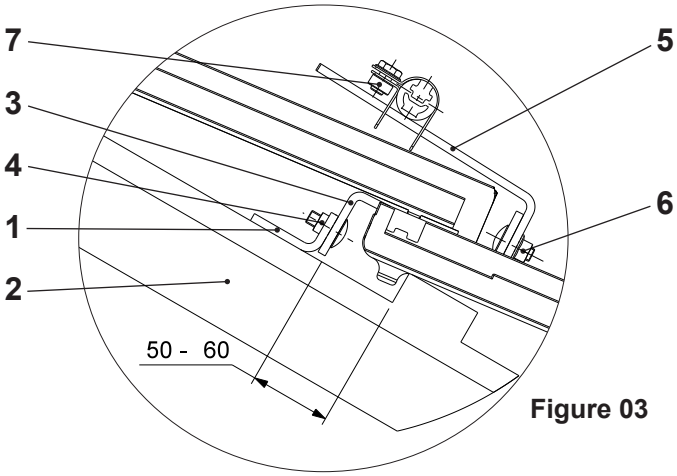
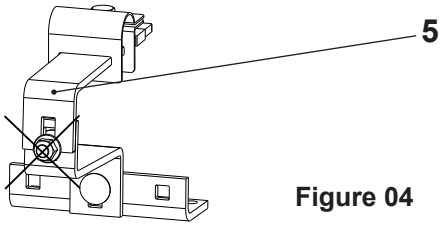

**Figure 03**
**Figure 04**
2. Mount the base bracket (1, Figure 03) of the roof bar on the rafter (2) and align it parallel to the roof lath.
3. Fit the **bottom** bracket hook (3, Figure 03).
- Using the carriage bolt (4), adjust the height of the bottom bracket hook so that there is still some play between the tile and the bracket hook.
4. Insert the **top** bracket hook (5, Figure 03) into the carriage bolt (4) of the **bottom** bracket hook (3).
- Align the bracket hook parallel to the roof lath. Distance between **top edge of rafter** (2) and **top edge of bracket hook** (5) 120 mm.
- Tighten the carriage bolt (6)
**! The «top bracket hook» must not be adjusted by more than 22 mm in upward direction (5, Figure 04)!**
**Top: Alignment clip (7, Figure 03) roof bar**